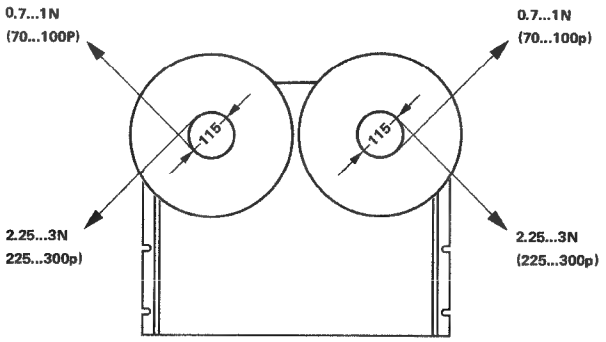

Fig. 4.2.–1
4.2.1. Messung der Bremsmomente (Fig. 4.2.–1)